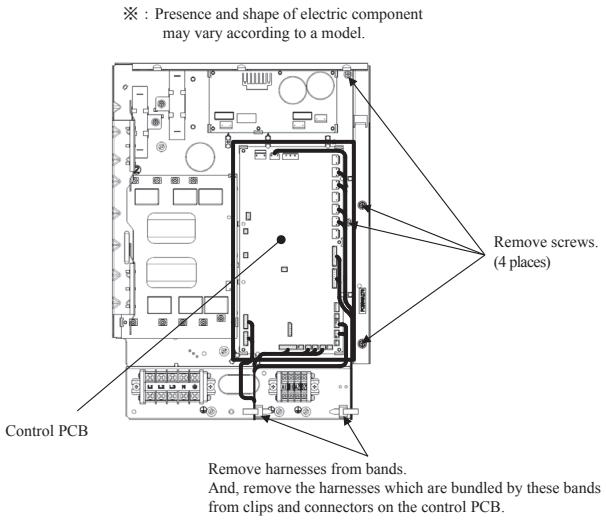

Fig.3 Target places which are removed harnesses and screws
3) Disconnect connectors from the control PCB. (Refer to Fig.3)
4) Remove the harnesses from bands (2 places) and clips (3 places), and remove screws (4 places) of a control. (Refer to Fig.3)